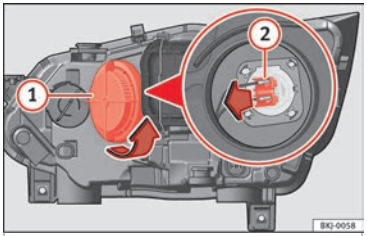

Rys. 110 W komorze silnika: żarówka świateł drogowych
– Obrócić osłonę (1) w lewo i wyjąć **››› rys. 110**.
– Wyjąć złącze żarówki. (2) wyciągając ją na zewnątrz.
– Zamontować złącze żarówki (2).
– Założyć osłonę (1), przekręcając ją w prawo.